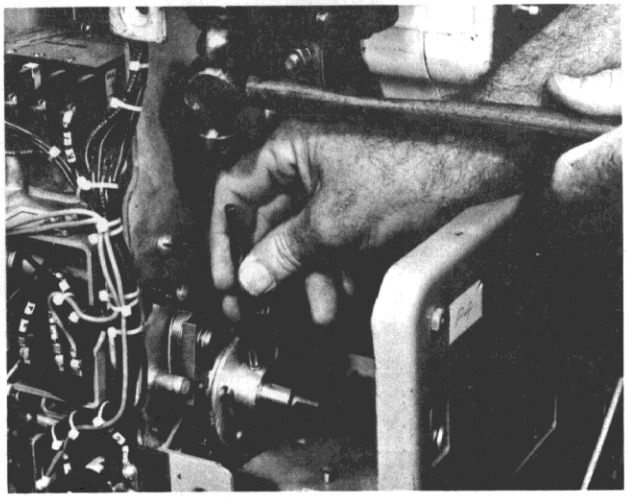

FIG. 4
6. For ease of roll pin removal, crank the crankshaft with the maintenance handle and advance the ratchet assembly two teeth. This will sound like two clicks. Use a 5″ to 8″ long, .228″ diameter drill rod and a hammer to drive the roll pin out of the ratchet and crankshaft assembly, see figure 4.